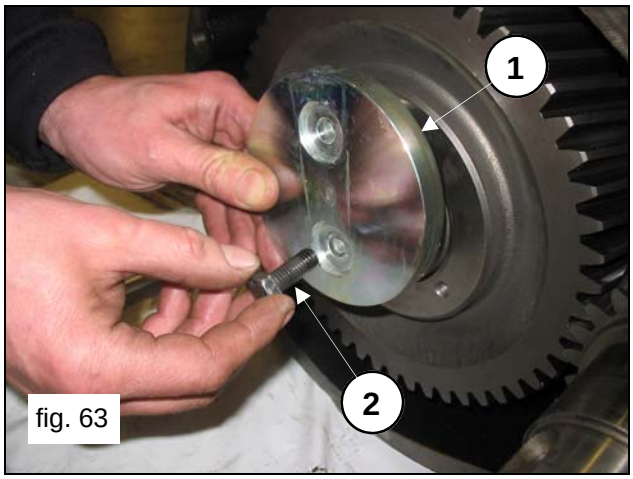

fig. 63
Fasten the ring gear stopper (pos.①, fig.63) using the two 2 M10x25 screws (pos.②, fig.63).